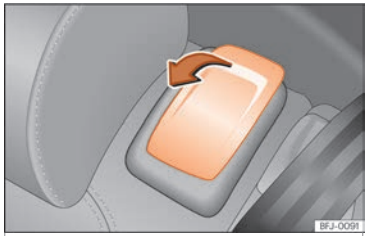

Fig. 147 Seconda fila di sedili: comandi dell'accesso facilitato.
- Tirare la leva di sbloccaggio nella direzione indicata dalla freccia ››› fig. 147.
- Tirare la leva ››› fig. 147 e spingere lo schienale del sedile all'indietro in modo che resti in posizione verticale. Si abbassa tutto il sedile ››› ⚠.